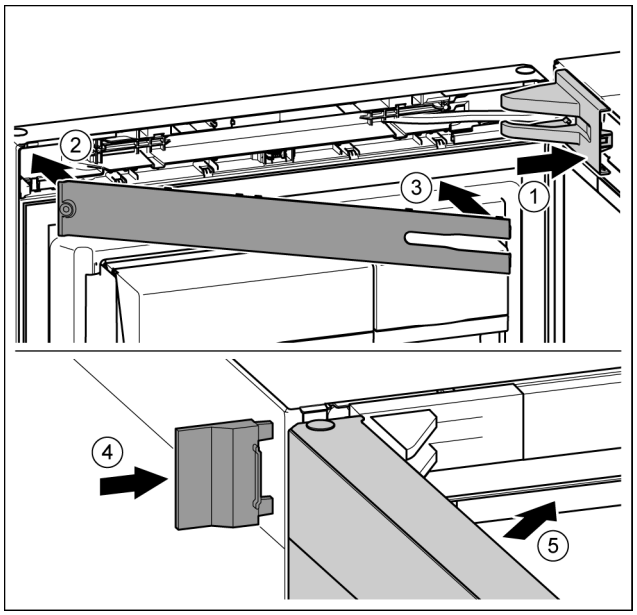

Fig. 23
- ▶ Coloque y encaje la cubierta del soporte de cojinete; dado el caso, separe con cuidado. *Fig. 23 (1)*
- ▶ Coloque el panel. *Fig. 23 (2)*
- ▶ Gire hacia dentro y encaje el panel. *Fig. 23 (3)*
- ▶ Desplace la cubierta exterior. *Fig. 23 (4)*
- ▶ Cierre la puerta superior. *Fig. 23 (5)*